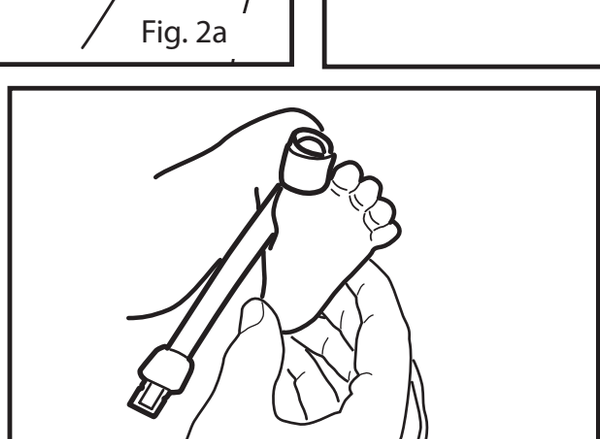

Fig. 2c
3. Consulte la **Fig. 2c.** Asegúrese de que la ventana del emisor (✳) quede alineada del lado directamente opuesto al detector en la parte superior del dedo gordo/pulgar. Verifique que haya quedado en la posición correcta y vuelva a posicionarlo si es necesario.